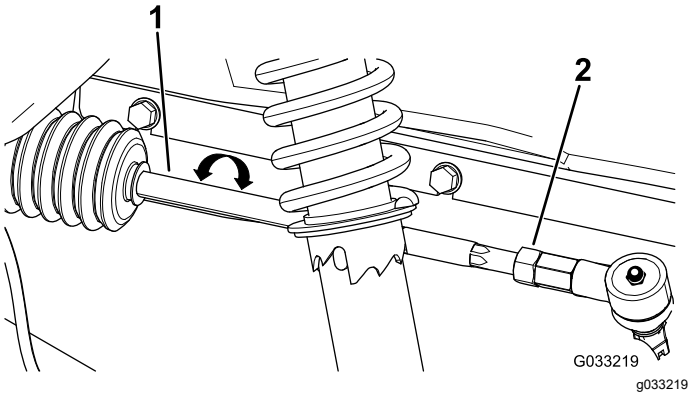

Bild 59
3. Wenn der Wert nicht zwischen 0-6 mm liegt, lösen Sie die Klemmmuttern am äußeren Ende der Spurstangen (Bild 59).